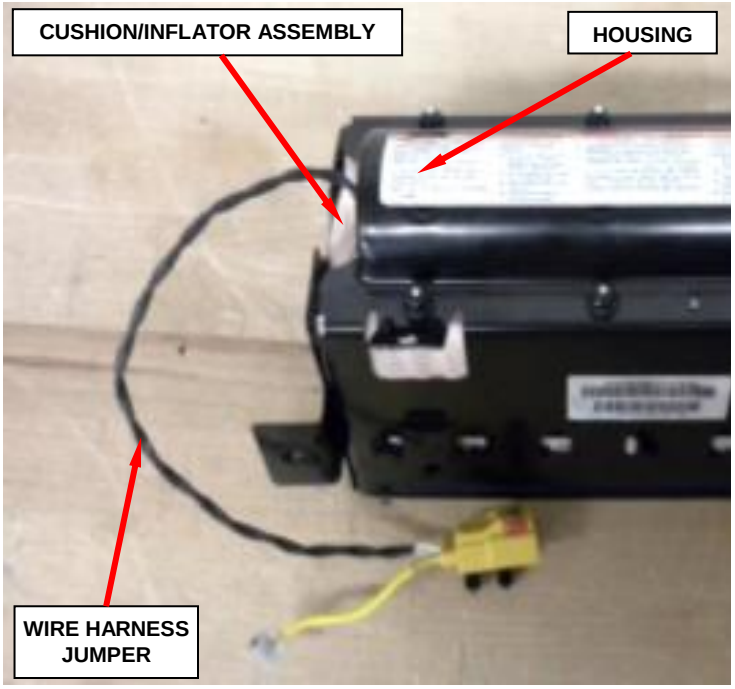

Figure 48 – Cushion/Inflator Assembly
l. Install the cushion/inflator assembly into housing while feeding the wire harness jumper through the housing as shown. Ensure cushion fold is not disturbed (Figure 48).